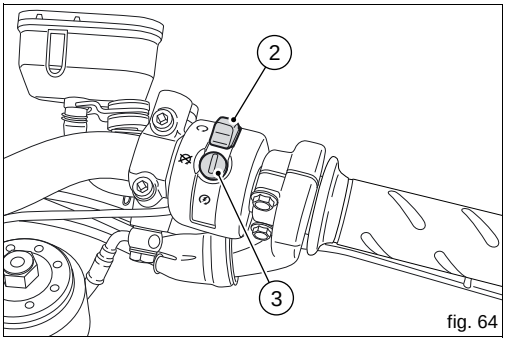

fig. 64
2) Check that the stop switch (2, fig. 64) is positioned to ∩ (RUN), then press the starter button (3, fig. 64).